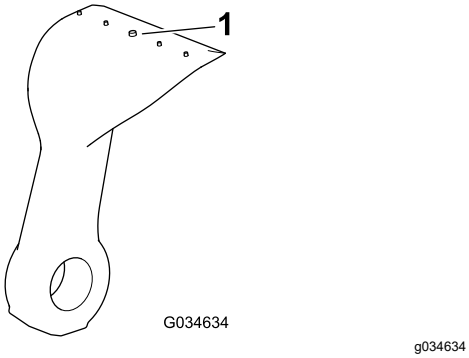

Figur 76
5. Efterse hver skærekniv for overdrevent slid vha. slidlinjen (Figur 76). Når en skærekniv er slidt ned til slidlinjen, skal skærekniven udskiftes.